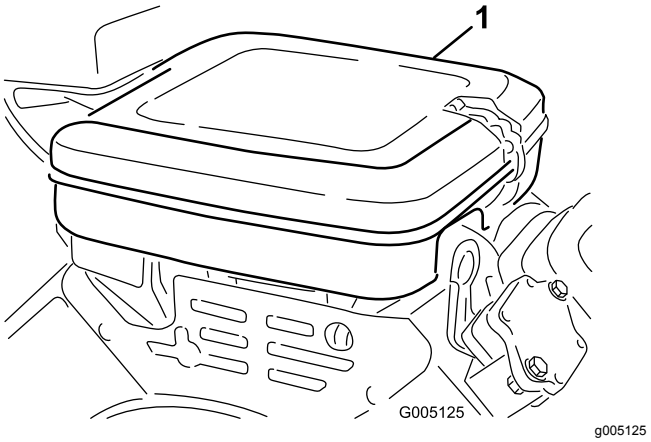

Figur 31
1. Rengør luftfilterdækslet (Figur 31).